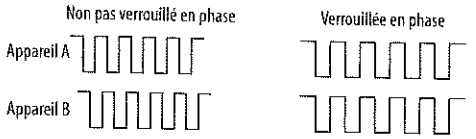

Figure 3-8: Pour éviter les clics, pops et autres artefacts, l'horloge des deux appareils doit être verrouillée en phase pendant les transferts.
- En synchronisant la 2408 avec d'autres appareils audionumériques pour que leurs horloges soient *verrouillées en phase* (Figure 3-8)